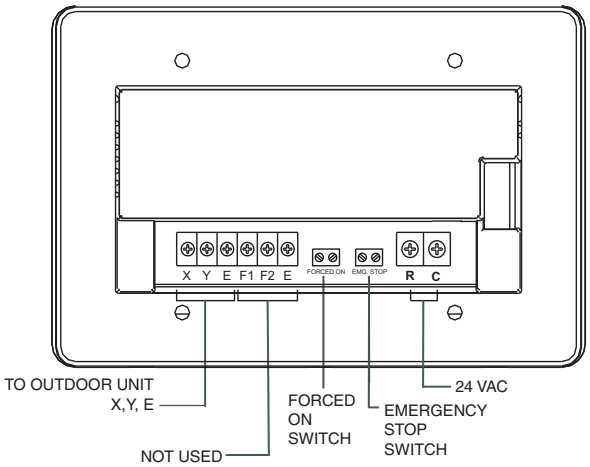

Fig. 4 — Central Controller Wiring
9. Connect the control cable and power to the back of the controller and mount the controller back onto the mounting plate. See Fig. 4.